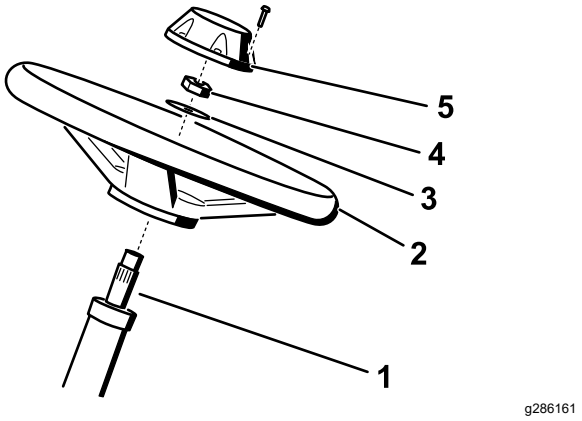

Figure 6
1. Appliquez du composé antigrippant sur l'arbre de direction (voir Figure 6).
2. Fixez le volant à l'arbre de direction avec une rondelle et un contre-écrou (Figure 6).
4. Placez le couvre-moyeu sur le volant (Figure 6).